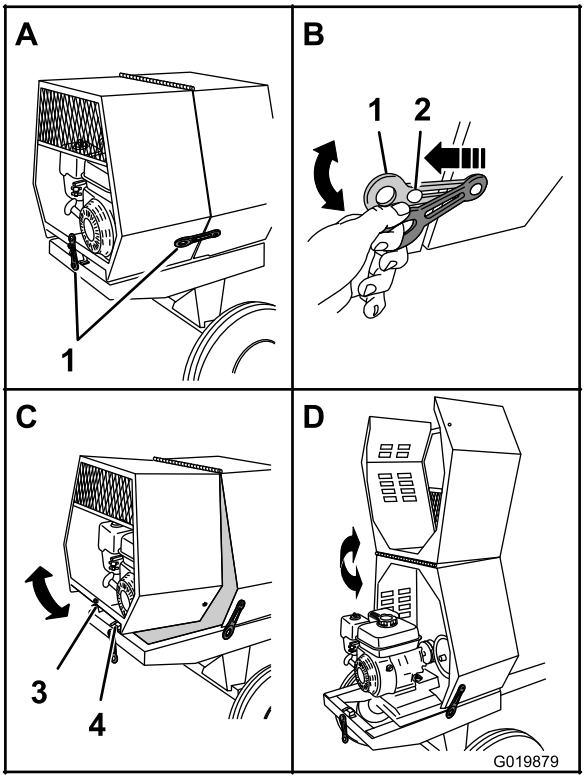

Figure 28
1. At the side of the machine where the front cowl and rear cowl meet, grasp the ring of the latch and pull it off from the latch anchor on the rear cowl (Figure 28).
3. At the back of the machine where the rear cowl meets the frame of the machine, grasp the ring of the latch and pull it off from the latch anchor on the cowl (Figure 28).
4. Rotate the rear cowl up and forward until it is fully positioned on top of the front cowl (Figure 28).
1. Rotate the rear cowl rearward and down until the receiver at the bottom center of the cowl is aligned with the V-fitting and flush on the frame of the machine (Figure 28).
4. Repeat step 3 on the opposite side of the machine (Figure 28).